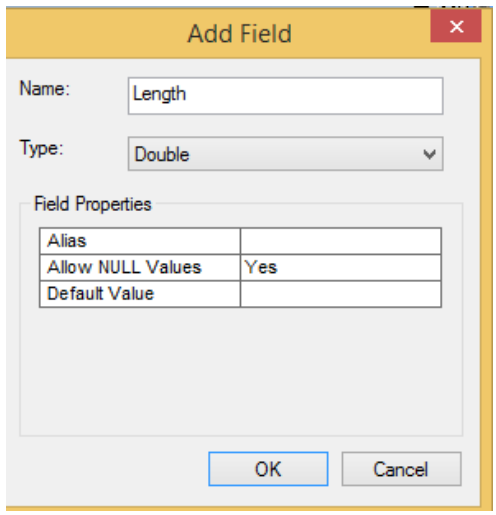

Figure 3.5.Add Field
- Add the name of the field/column as 'length' and select 'double' from drown down list of type and click ok as shown in figure 3.5. There are many different data field types and carefully add that type which is most appropriate for your data. Here field type double is selected, because the length contains decimal values for more precision.